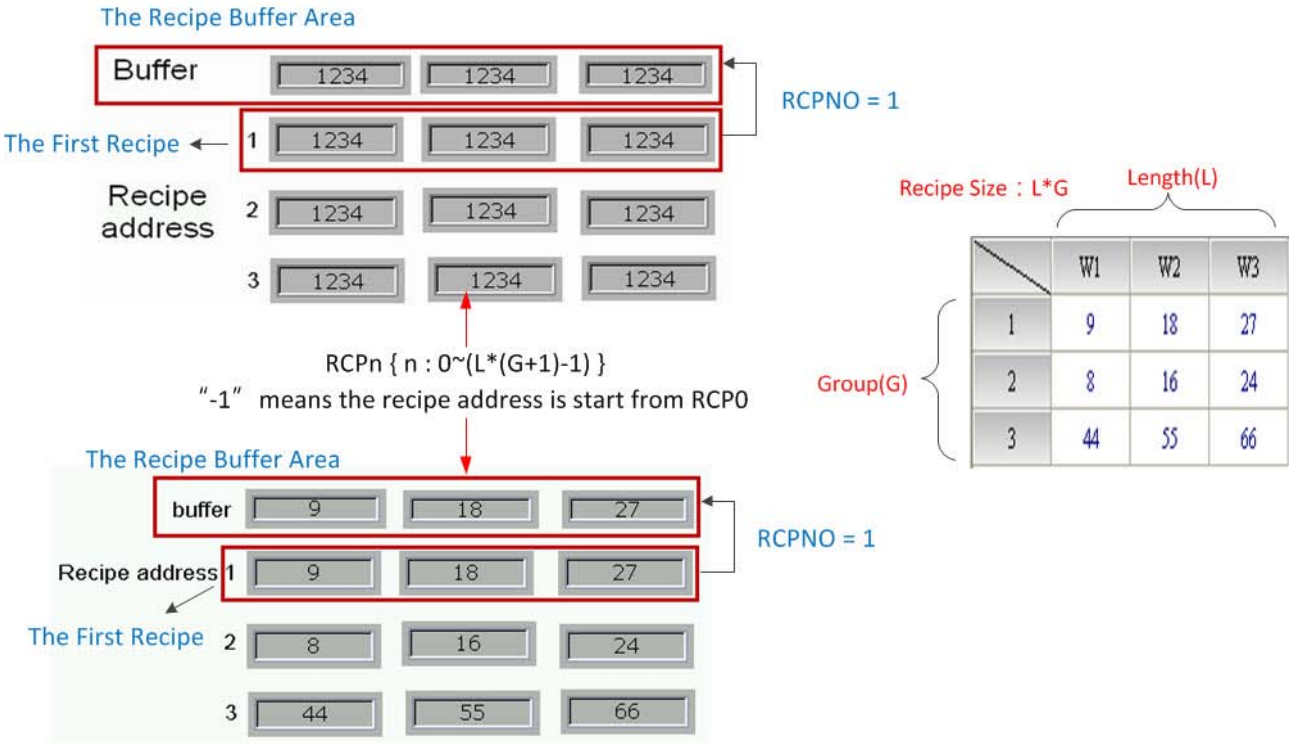

Figure 23-1-4 16 bits Recipe Buffer Configuration
- ✓ The RCP0~RCP2 created are the recipe buffers and the actual recipe data RCPs are RCP3~RCP11. For more information, refer to Figure 23-1-4 16 bits Recipe Buffer Configuration.